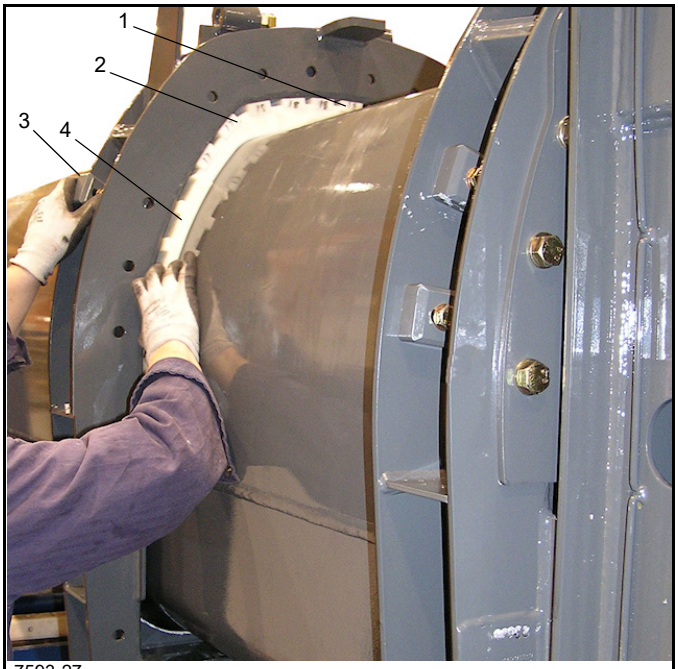

FIGURA 4-34
**9.** Instale a placa de desgaste interna inferior (1) (Figura 4-34) e as placas de desgaste internas do canto inferior (2) entre as paredes das seções 4 e 5.